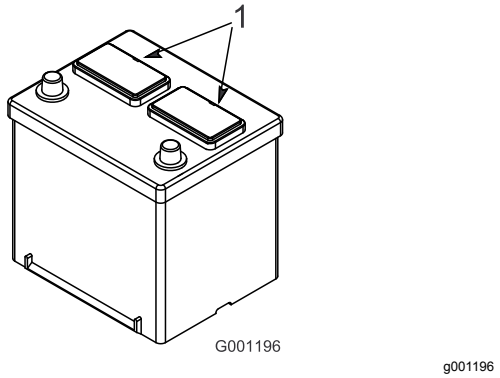

Figur 9
2. Rengör batteriets ovansida och ta bort luftarlocken (Figur 9).